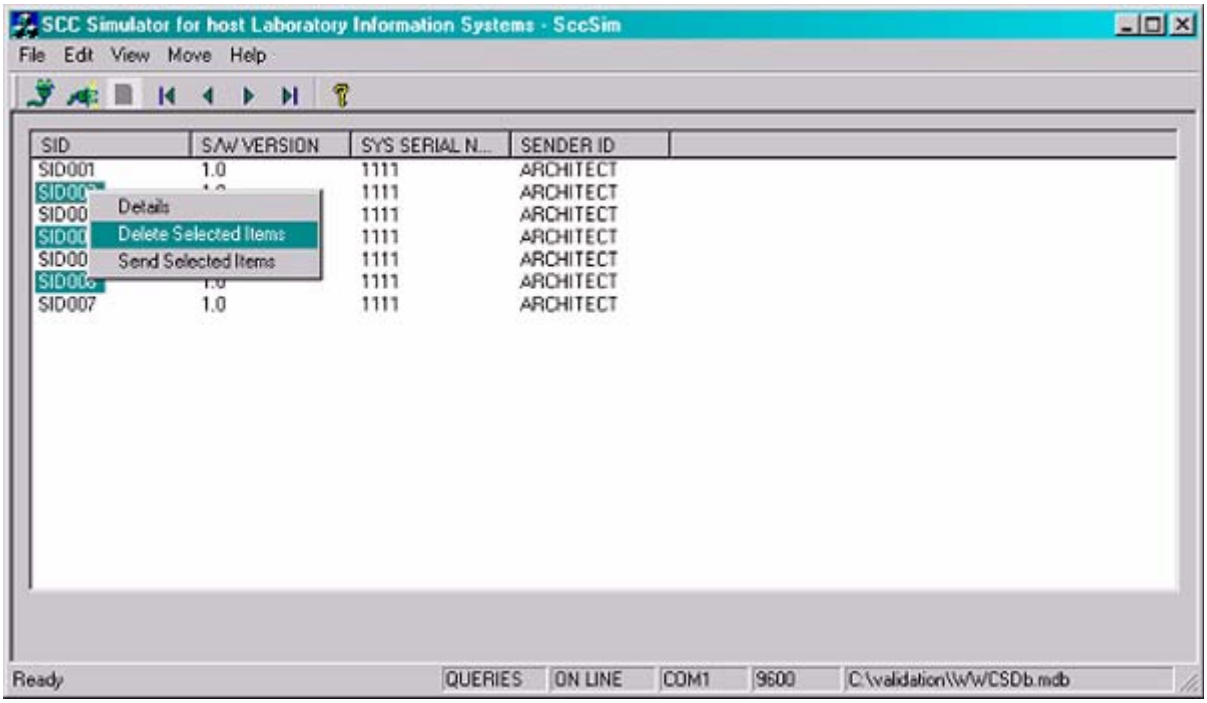
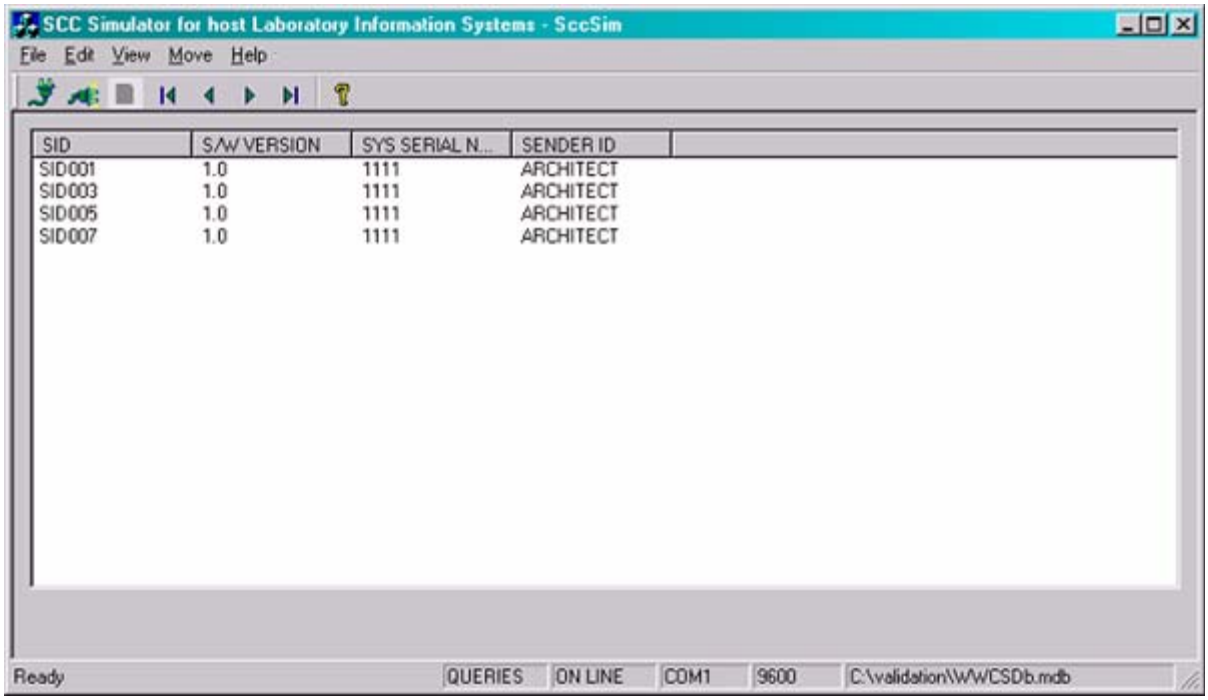

Figure 5.47: Deletion of Selected Items on a View
Figure 5.48: View after Deletion of Selected Items
- The user can select one or multiple items in the currently displayed view [RESULTS, QUERIES, ORDERS] and request the simulator to delete the selected items by a right mouse click on one of the selected items, which displays a popup menu. Select **Delete Selected Items** [RESULTS, QUERIES] (*Figure 5.47* - *Figure 5.48*). A similar mechanism is used to delete selected items in the ORDERS VIEW except the **Delete Selected Orders** menu item is selected in the popup menu.